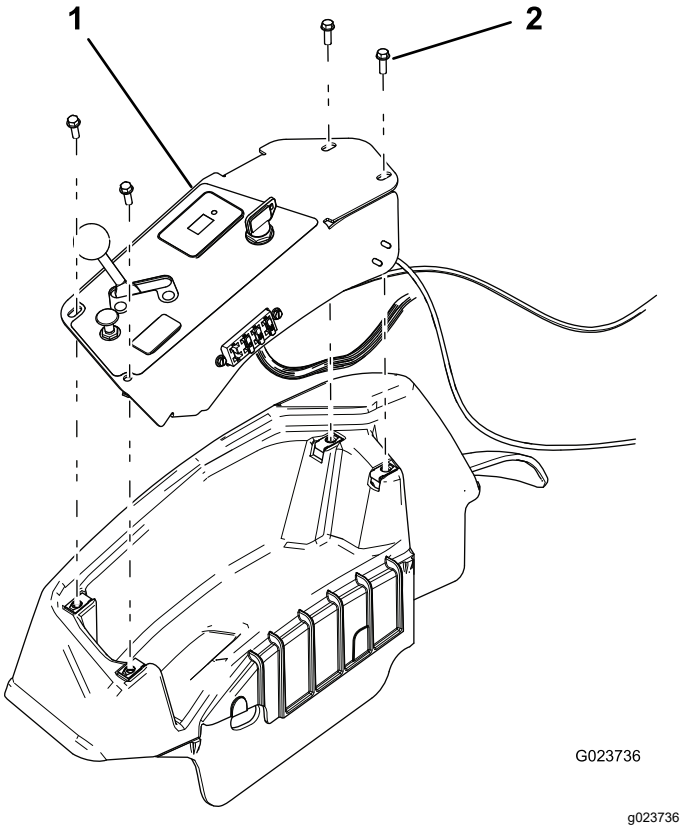

Rysunek 32
2. Zdemontuj panel sterowania (Rysunek 32).